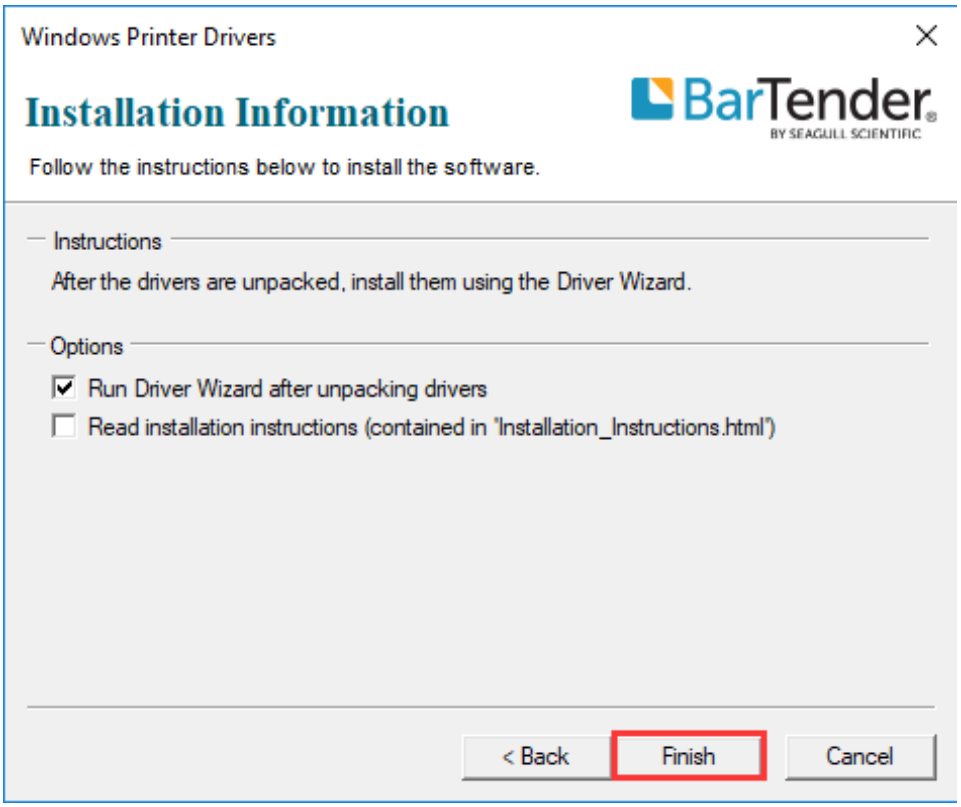

Figure 2-18 Installation Information Screen
5. On the "Installation Information" screen, check the box that says "Run Driver Wizard after unpacking drivers", then click "Finish", as shown in Figure 2-18.